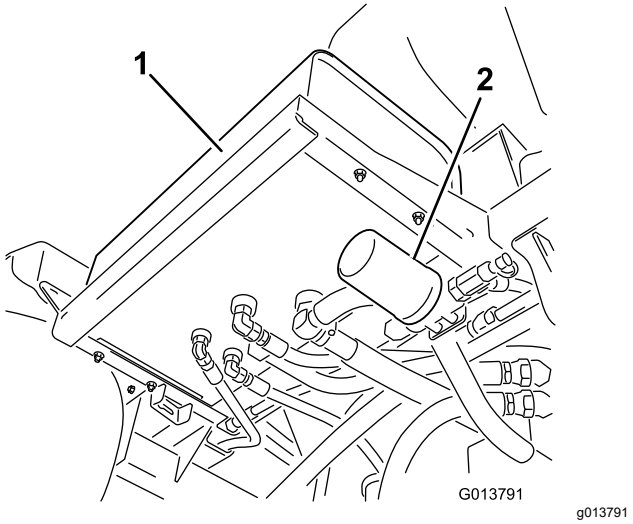
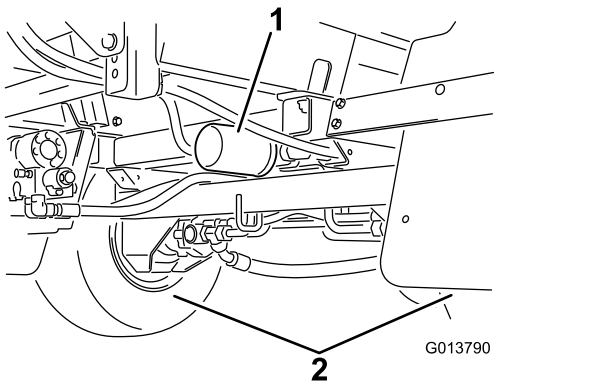

Figura 104
Figura 105
2. Localice los dos filtros hidráulicos en la máquina (Figura 104 y Figura 105).